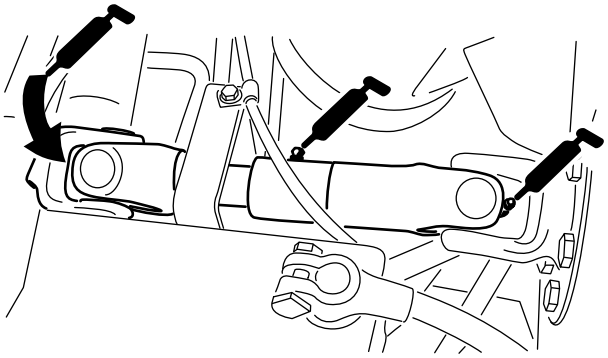

Figur 44
- U-ledd for pumpedrivaksel (3) (Figur 44)